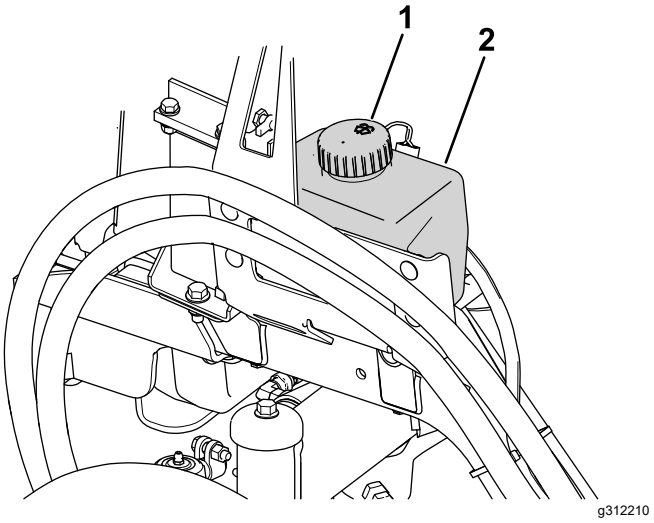

Figura 86
1. Togliete il tappo (Figura 86) dal serbatoio.